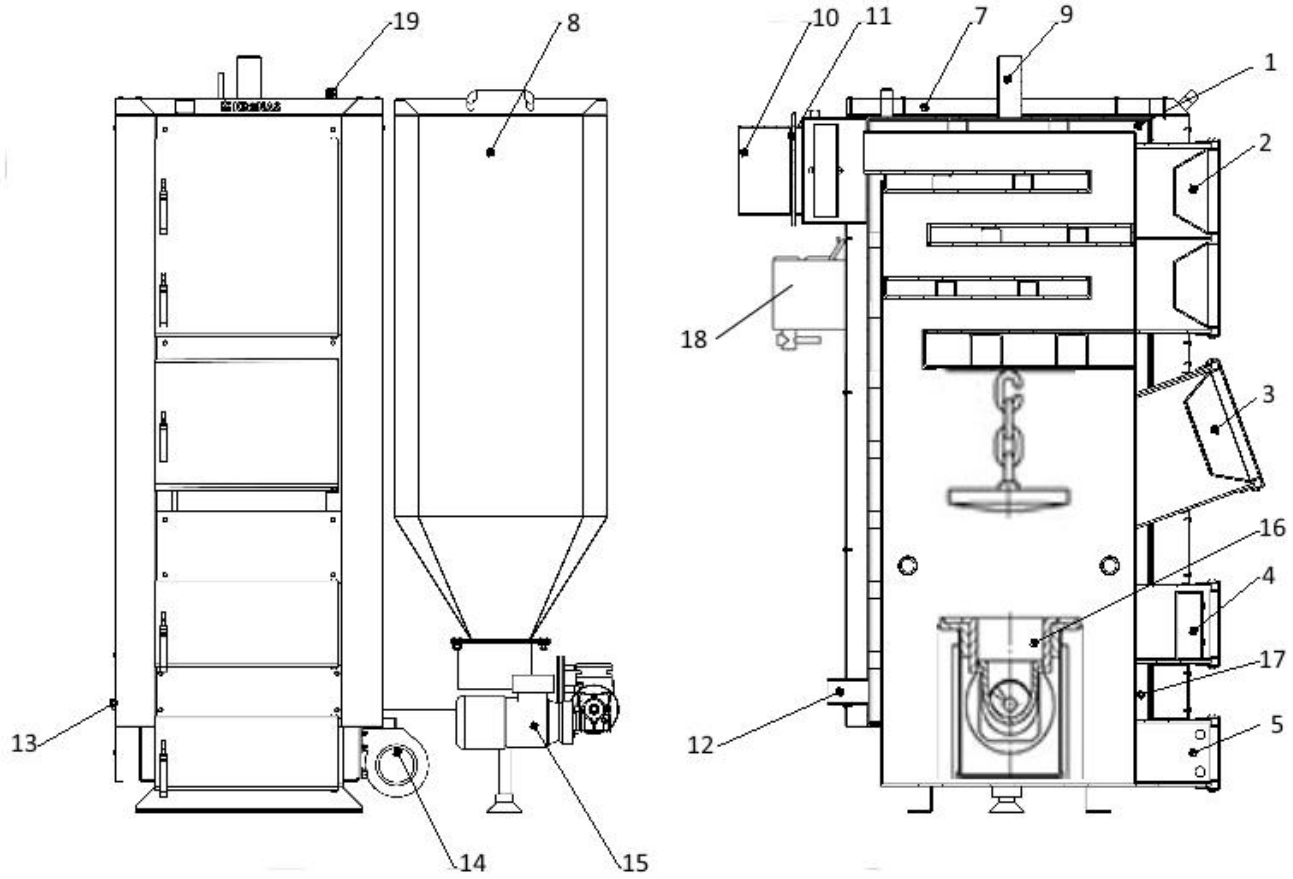

Рисунок 5.1 – Зовнішній вигляд та основні елементи котла типу КТК-к
Корпусом котла (поз. 1, рис. 5.1) є паралелепіпед з подвійними стінками, які розділені водними перегородками (поз. 17, рис. 5.1). Топочна камера розташована під високоефективним чотирьохходовим теплообмінником.
- шнекового (гвинтового) механізму подачі палива, який приводиться в рух мотор-редуктором (поз. 15, рис. 5.1);
- самоочисної чавунної топки-реторти, що виконана у формі келиха (поз. 16, рис. 5.1);
- вентилятора, що нагнітає повітря до топки-реторти (поз. 14, рис. 5.1);
- електронного контролера температури (поз. 6, рис. 5.1).
Паливо для процесу спалення подається автоматично з розташованого біля котла бункера для палива (поз. 8, рис. 5.1) за допомогою гвинтового (шнекового) механізму подачі. В чавунній реторті відбувається процес спалення палива за участю повітря, яке постачається припливним вентилятором. Для рівномірного розподілу продуктів згоряння по теплообміннику в котлах передбачені: або чавунна плита – дефлектор, яка розташована над ретортою, або повітряні форсунки, які розташовані по боках реторти.
Обслуговування котла полягає у періодичному додаванні палива у бункер (поз. 8, рис. 5.1) та усуненні золи з зольної полиці без необхідності погашення котла. Після розпалення котел не потребує постійного перебування у приміщенні, де він змонтований, обслуговуючого персоналу. Експлуатація котла може відбуватися
Димові гази виходять у димохід крізь боров (поз. 10, рис. 5.1), розташований у задній частині котла. Боров обладнано вбудованим дросельним клапаном продуктів згоряння – шибером (поз. 11, рис. 5.1), який у випадку надто високої тяги у димоході дає можливість її знизити шляхом часткового перекривання вихідного отвору борова.
- дверцята для періодичного обслуговування (чищення) конвективної частини котла (поз. 2, рис. 5.1);
- дверцята топки (поз. 3, рис. 5.1) для доступу до реторти (для розпалення котла та періодичного чищення реторти);
- ревізійний дверцята (поз. 4, рис. 5.1);
- дверцята зольника (поз. 5, рис. 5.1).
У верхній частині теплообмінника розміщені: патрубок прямої мережної води (поз. 9, рис. 5.1) та штуцер для встановлення запобіжного клапана (поз. 19, рис. 5.1). В нижній частині, на задній стіні, – патрубок зворотної води (поз. 12, рис. 5.1). Зливний патрубок (поз. 13, рис. 5.1) розташований на боковій стінці котла.
Корпус котла обкладений теплоізоляційним матеріалом – мінватою (поз. 7, рис. 5.1).